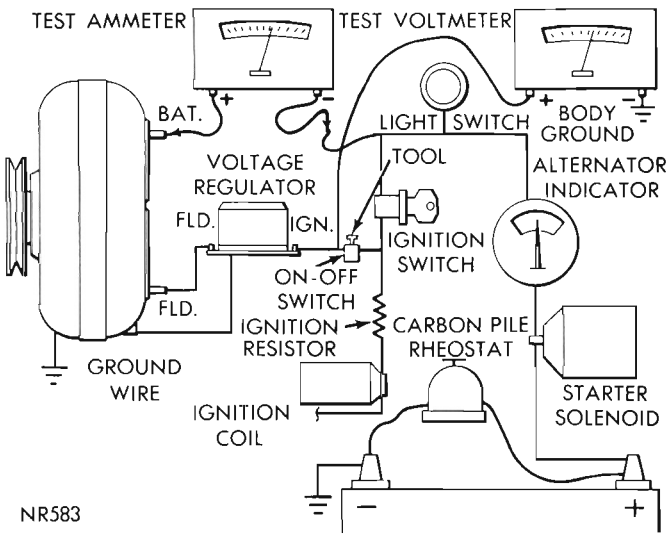
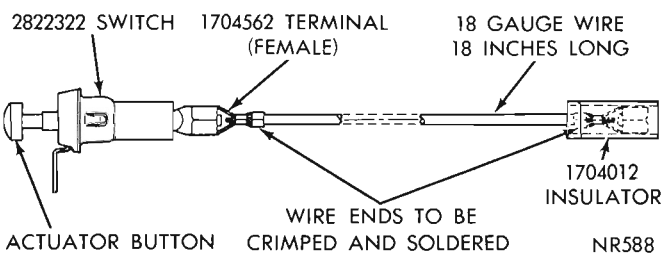

Fig. 6—Voltage Regulator Test
Fig. 7—Voltage Regulator ON-OFF Switch and Wire Assembly
Voltage Regulator Test (On the Vehicle)—Engine at Normal Operation Temperature (Fig. 6).
(1) With the ignition switch turned off. disconnect wire at ignition side of voltage regulator and install on-off switch and wire in series with voltage regulator and the wire disconnected from voltage regulator (Fig. 6). The on-off switch and wire assembly can be made up as shown in Figure 7.
(2) Connect positive lead of the test voltmeter to test harness terminal of switch and negative lead of test voltmeter to a good body ground.
(3) Disconnect the "BATT" lead at the alternator (output) "BATT" terminal.